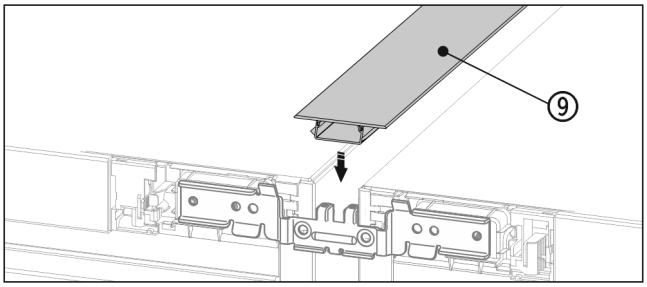

*Fig. 21 **
▶ Auf der Oberseite die kurze Abdeckleiste *Fig. 21 (9)* in den horizontalen Spalt drücken.*